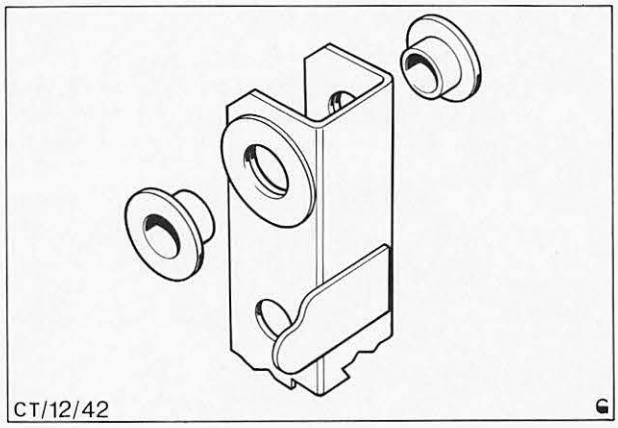

Abb. 51 Bremspedal-Lagerbüchsen
13. Bremsdruckstange zum Pedal ausrichten, Büchsen einsetzen, Abb. 51, und mit Gabelbolzen und Federklammer sichern.